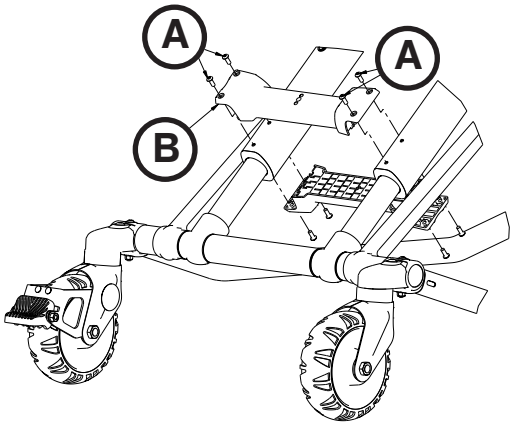

Figura 75
1. Com uma chave T25 Torx, remover os quatro parafusos de cabeça de tremoço (A) do fixador da base (Figura 75).